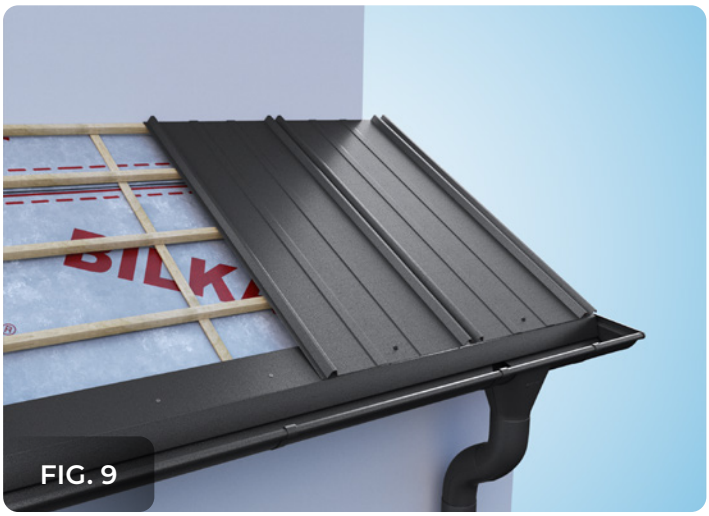

FIG. 9
3. Panoul se fixează în continuare cu șuruburi, în spațiul dintre cele două cute de pe mijlocul panoului, pe fiecare rând de șipcă, iar în partea inferioară cu șurub poziționat între cutele mici ale panoului - fig. 9.